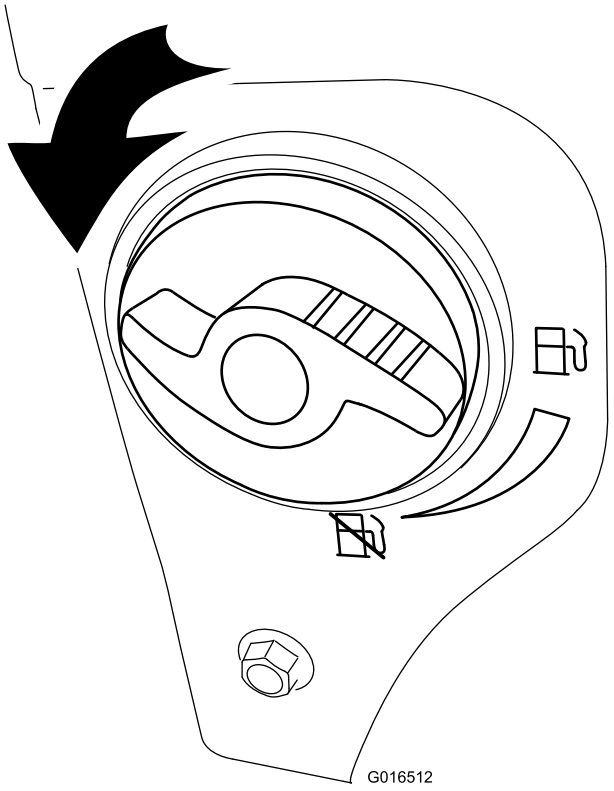

Rysunek 26
2. Przekręć zawór odcinający paliwo o 1/4 obrotu w lewo, aby go otworzyć (Rysunek 26).